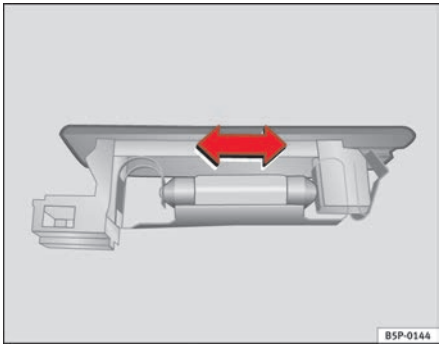

Fig. 150 Luggage compartment light
– Press the lamp sideways and remove it from its housing ⇒ fig. 150. ■